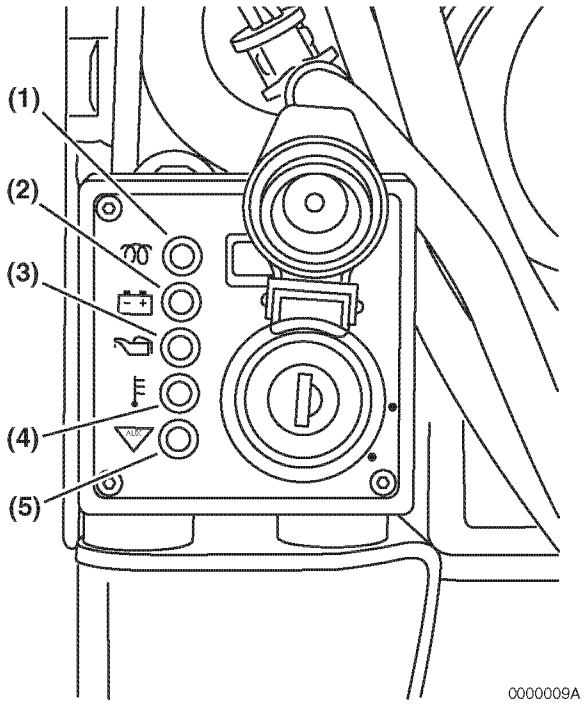
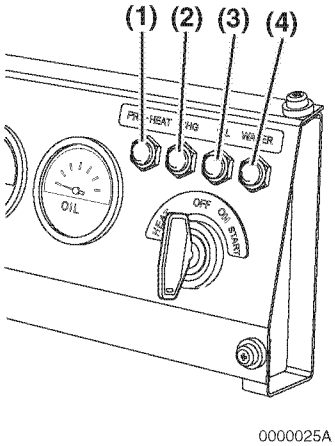

***Figure 8***
***Figure 9***
Yanmar TNV engines are available with various operator's consoles. Two typical operator's consoles are shown **(Figure 8)** or **(Figure 9)**.
**HEAT (Figure 8, (1))** or **(Figure 9, (1))** or **(Figure 10, (1))** - **Figure 9** shows a typical indicator arrangement on the operator's console. When the key switch is turned to the HEAT position, the HEAT indicator comes on indicating the glow plugs or air heater are/is energized, and stays on for 4 sec. for IDI models with glow plugs or 15 sec. for DI models with glow plugs or air heater. When it goes out, turn the key switch to the START position to start the engine.
**Figure 8** shows a typical operator's console having the optional key switch. When the optional key switch is turned to the ON position, the indicator comes on indicating the glow plugs or air heater are/is energized, and stays on for 4 sec. for IDI models with glow plugs or 15 sec. for DI models with glow plugs or air heater. When it goes out, turn the key switch to the START position to start the engine.
**Battery Charge (Figure 8, (2))** or **(Figure 9, (2))** or **(Figure 10, (4))** - Stays on until the engine is running and the alternator is supplying charging current. This indicator does not indicate whether the battery is discharged.
**Engine Oil Pressure (Figure 8, (3))** or **(Figure 9, (3))** or **(Figure 10, (5))** - Stays on until the engine is running and the oil pressure is within normal limits.
**Engine Coolant Temperature (Figure 8, (4))** or **(Figure 9, (4))** or **(Figure 10, (6))** - Stays on momentarily. Comes back on if engine overheats.
**Auxiliary (Figure 8, (5))** or **(Figure 10, (2))** - Stays on momentarily. Used for special applications.
| HEAT**Figure 8,(1)****Figure 9, (1)****Figure 10, (3)** | ON-glow ON-air heat Type | glow | NA | Lights for several seconds (IDI = 4 sec., DI = 15 sec.) then goes out.Lights for 1 - 15 sec. for electronically controlled engines depending on the coolant temperature. | OFF |
| Battery Charge**Figure 8,(2)****Figure 9, (2)****Figure 10, (4)** | | | NA | ON | OFF (Stays on until alternator is supplying charging current. Remains on if there is a problem in the charging system. This indicator does not indicate whether the battery is discharged.) |
| Engine Oil Pressure**Figure 8,(3)****Figure 9, (3)****Figure 10, (5)** | | | NA | ON | OFF (Stays on until oil pressure reaches normal operating pressure. Remains on, or comes back on, if there is a problem in the lubrication system.) |
| Engine Coolant Temperature**Figure 8,(4)****Figure 9, (4)****Figure 10, (6)** | | | NA | ON | OFF (Stays on momentarily. Comes back on if there is a problem in the cooling system.) |
| Auxiliary**Figure 8,(5)****Figure 10, (2)** | | | NA | ON | OFF |